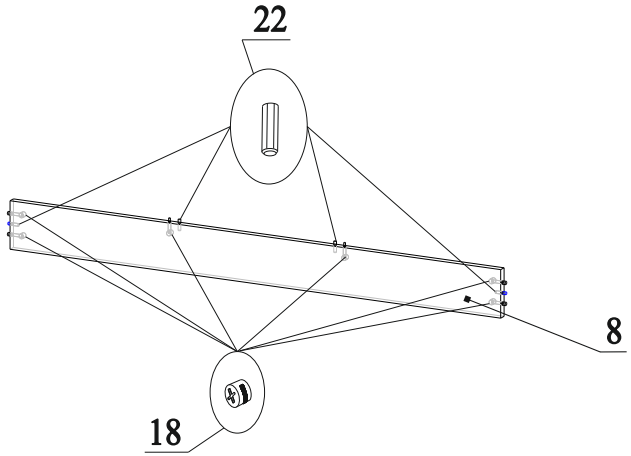

Рис.7
16. В торцы деталей 8 вставить шканты 22 (рис.7);
17. В отверстия на деталях 8 вставить эксцентрики 18 стрелками к торцевым отверстиям (рис.7);